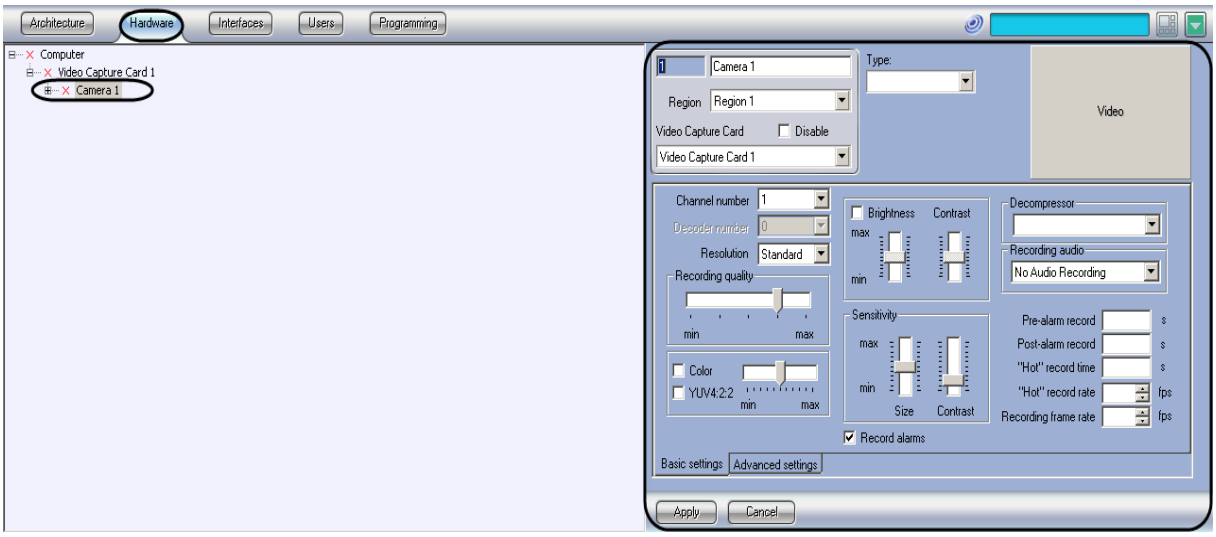

Figure 8.4-10 Allocation of video capture card’s resources
1. Go to the “Hardware” tab in the “System settings” dialog box (Figure 8.4-10, 1).
2. Select the “Camera” object, created before, corresponding to the camera, which frame rate is to be increased, in the objects tree in the “Hardware” tab (Figure 8.4-10, 2). The settings panel for the selected object is displayed on the right of the “Hardware” tab.